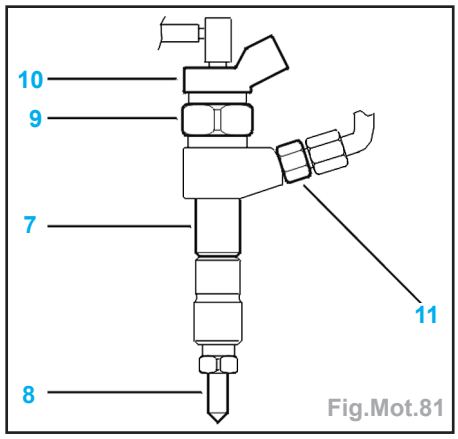

Fig.Mot.81
- Ne pas dissocier le porte-injecteur Diesel (7) des éléments suivants (Fig.Mot.81) :
- injecteur Diesel (8),
- élément électromagnétique (10) (destruction).